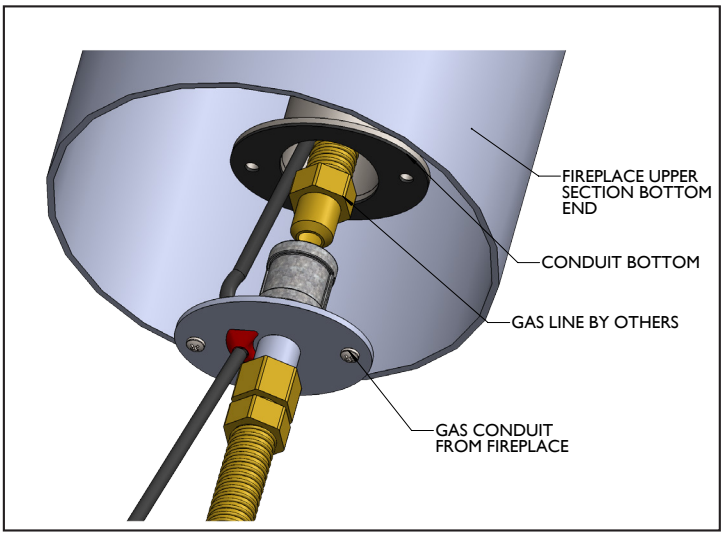

*Figure.9*
**THE CONNECTION DETAIL**: Since this connection must be air-tight, the gas line from the burner is equipped with a special flanged nipple. There are two holes in the flange (See *Figure 9*).